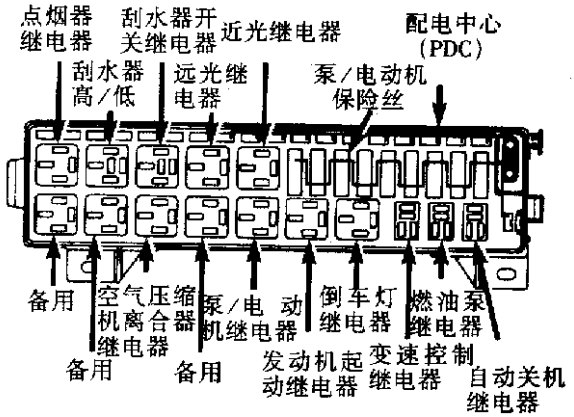

图 10－38　配电中心内泵/电动机继电器的位置
①将继电器安装到 PDC 上适当的位置(图 10－38)，直接向下推，不要弯曲。
②安装 PDC 盖并锁牢。
③安装蓄电池电缆。